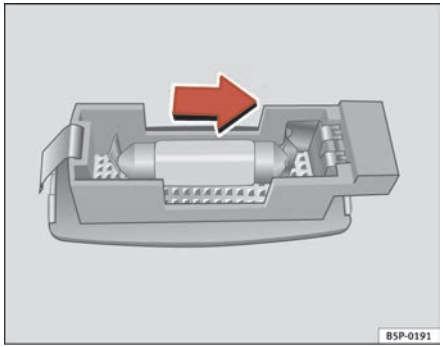

Fig. 201 Removing sunroof light
– Carefully remove the lamp, using the flat side of the screwdriver, as shown in the figure ⇒ fig. 201.
– Remove the lamp, moving it in the direction of the arrow and outwards ⇒ fig. 201. ■